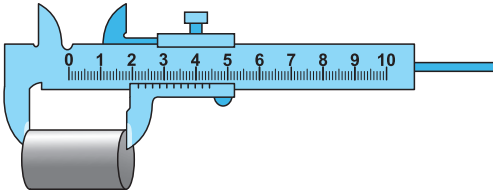

Рис. 86. Измерение наружных размеров детали
1) Ослабив винт рамки, разводят нижние губки в стороны на размер, больший, чем размер измеряемой детали (рис. 86).